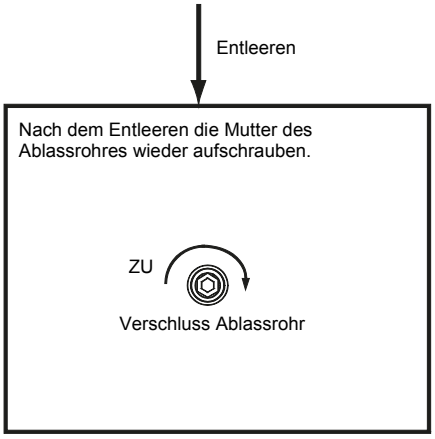

Abb. 4-2
- Entleeren: Muss das Gerät z. B. gereinigt oder umgestellt werden., muss der Wasserbehälter entleert werden. Vorgehensweise: Siehe Abb. 4-2.